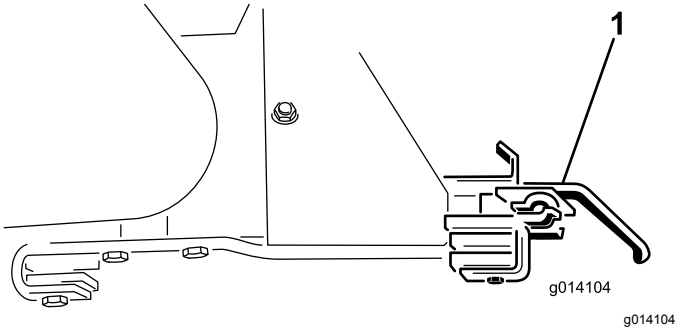

Rysunek 58
18. Zdemontuj 2 (dwa) wsporniki mocujące osprzęt (Rysunek 58).